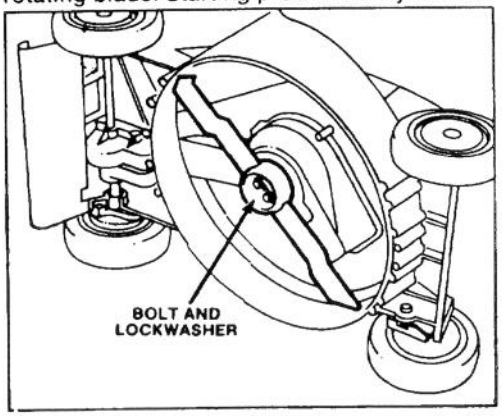

Figure 19
3. Tip mower on its left side (Fig. 19). Avoid rotating blade. Starting problems may result.
5. REMOVING BLADE — Grasp end of blade using a rag or thickly padded glove. Remove blade nuts, anti-scalp cup and blade (Fig. 19).